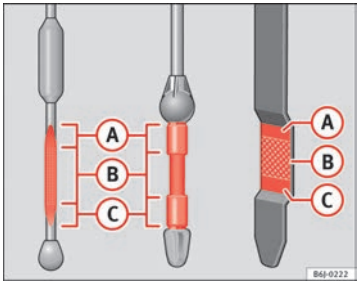

Fig. 158 Engine oil dipstick
– Then pull it out once more and check the oil level ⇒ Fig. 158. Top up with engine oil if necessary.